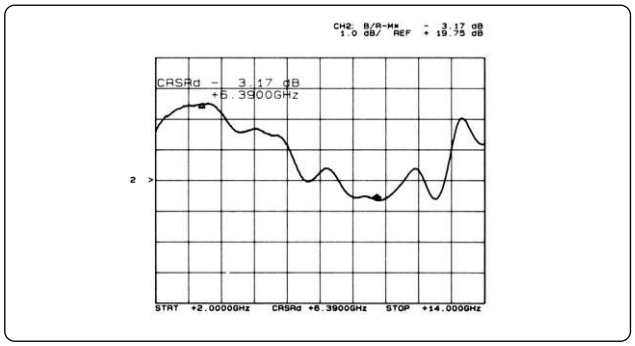

Figure 4. Example 8757A plot of amplifier gain vs. frequency
Small signal gain is the gain in the amplifier's linear region of operation. Figure 4 shows an example swept frequency gain measurement. Ratioing in this measurement removes frequency response and improves the effective source match. However, normalization is also required, even when ratioing, to remove tracking differences between the two arms of the power splitter and between the two detectors (B and R). This normalization is also described in the small signal gain measurement procedure.
10. To measure gain variation or “ripple” in this frequency range, use the cursor delta function. Press **[CURSOR]**, select [MAX], then turn CURSOR D ON. Now select [MIN]. The active entry area now displays the total peak-to-peak variation in gain across the band (see Figure 4)